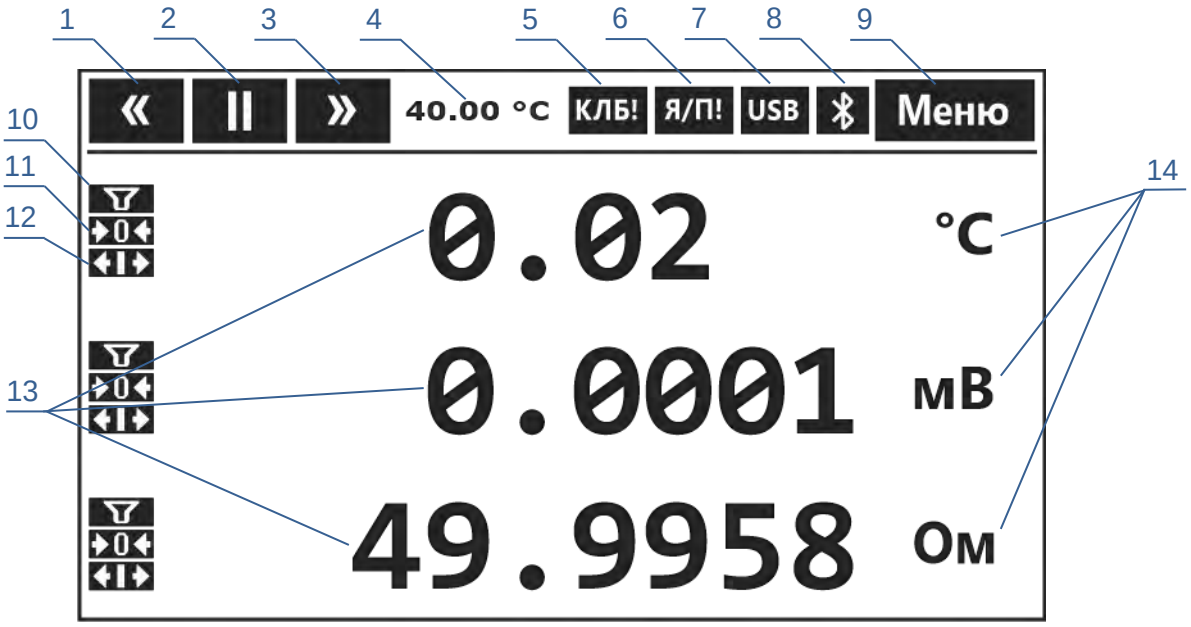
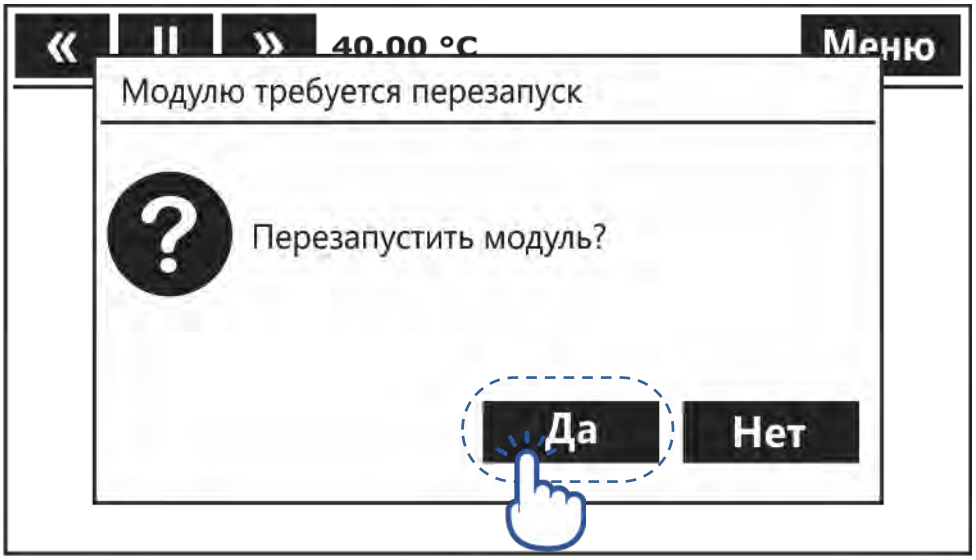

Рисунок 6 — Вид главного окна
Рисунок 10 — Подтверждение перезапуска измерительного модуля
3.4.2 Для входа в Меню нажать кнопку 9 (рисунок 6). При этом на дисплее раскроется список пунктов меню (рисунок 7).
4.3.7 Для выхода термостатов измерительных модулей на режим (40.00±0.03) °С, прогреть термометр в течение 30 минут. Значение температуры термостата текущего модуля отображается в позиции 4 (рисунок 6).
4.4.1 На дисплее термометра отображается измерительная информация текущего модуля, номер которого отображается в позиции 2 (рисунок 6).
4.4.2 Для переключения на предыдущий или следующий измерительный модуль нажать кнопки 1 или 3 (рисунок 6) соответственно.
4.5.1 В случае «зависания» измерительного модуля его можно перезапустить, нажав кнопку 2 (рисунок 6). В появившемся окне нажать кнопку "Да" для подтверждения действия или "Нет" для отмены (рисунок 10).
4.6.2 В случае повреждения заводской градуировки модуля (при сбое в энергонезависимой памяти) отображается индикатор 5 (рисунок 6). Измерительный модуль не обеспечивает заявленные метрологические характеристики, при этом необходима градуировка модуля на предприятии-изготовителе, после которой индикатор 5 будет сброшен.
4.7.1 Если в настройках канала выбран датчик, то в позиции 13 (рисунок 6) отображается значение температуры.
4.7.2 Для отображения на дисплее соответствующей измеряемой величины, нажать на размерность (элемент 14 рисунок 6). При этом измеряемая величина отобразится на фоне другого цвета, как показано на рисунке 11.
4.7.3 Для возврата к отображению температуры, нажать на размерность (элемент 14 рисунок 6) повторно.
4.8.5 Если фильтрация включена, то в позиции 10 (рисунок 6) отображается индикатор фильтрации. Индикатор горит непрерывно, если фильтр находится в установившемся режиме, и мигает, если переходный процесс в фильтре еще не завершен.